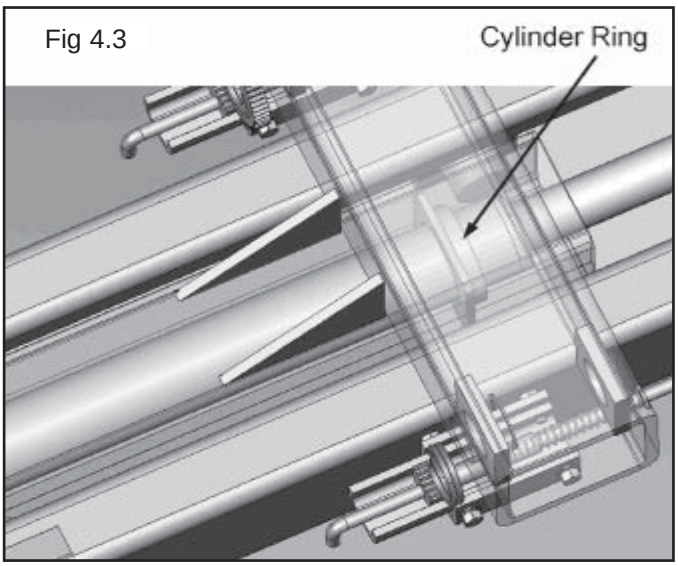

Fig 4.3
3. Install the cylinders through the Carriage Bottom Plate then through the Carriage Top Plate until the Cylinder Rings come in contact with the Carriage Bottom Plate. (See Fig 4.3)